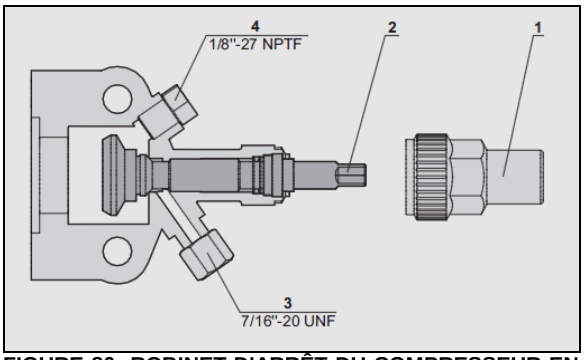

FIGURE 80: ROBINET D'ARRÊT DU COMPRESSEUR EN POSITION SIÈGE ARRIÈRE (POSITION NORMALE DE FONCTIONNEMENT)
4. Placer le robinet d'arrêt de l'aspiration du compresseur en position siège arrière (FIGURE 80).
13. Éteindre le moteur et les robinets d'arrêt de l'aspiration et de l'évacuation en siège arrière (FIGURE 80).
2. Mettre les deux robinets d'arrêt du compresseur en siège arrière (tige sortie) (FIGURE 80).
3. Installer les manomètres de climatisation sur les raccords de service des soupapes d'arrêt du compresseur (élément 4, FIGURE 80).